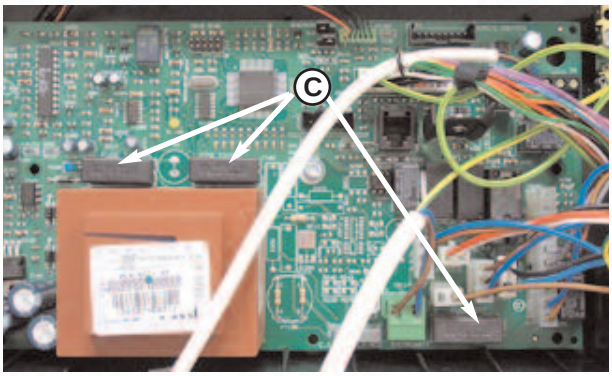

Fig. 18.14
3. Remove the fuse box cover "**C**" *(see Fig. 18.14);*